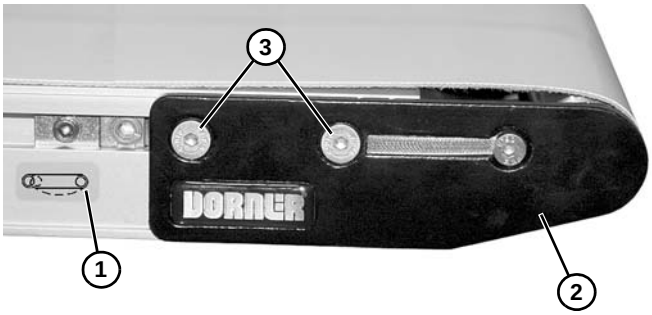

Figure 43
2. Sur l'extrémité où se trouve le tendeur de bande, identifié par , **(Figure 43, élément 1)** assembler en poussant la plaque de tête **(Figure 43, élément 2)** : Sur les deux côtés du convoyeur, desserrer les vis de fixation **(Figure 43, élément 3)** et pousser la plaque de tête vers l'intérieur.